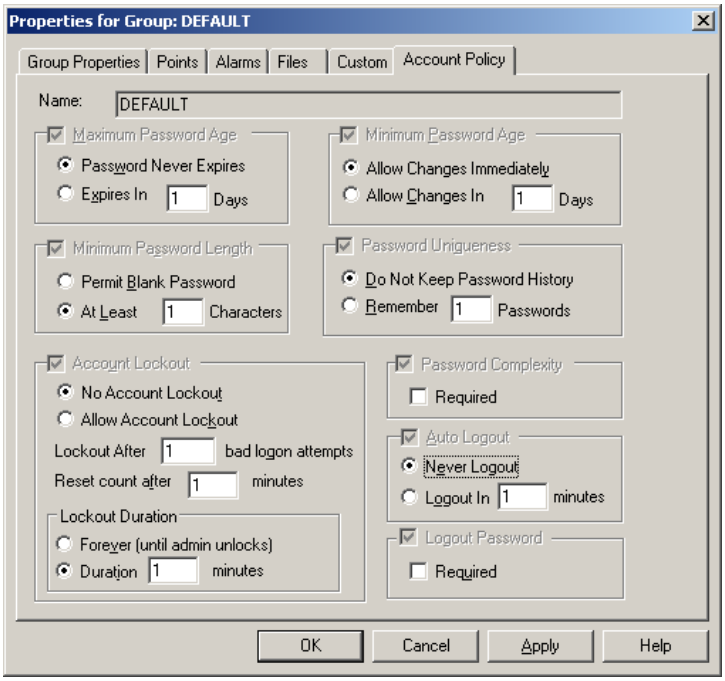

Figure L16.6 - Account Policy for the Default Group
6. Select the **Account Policy** tab, as depicted in Figure L16.6.